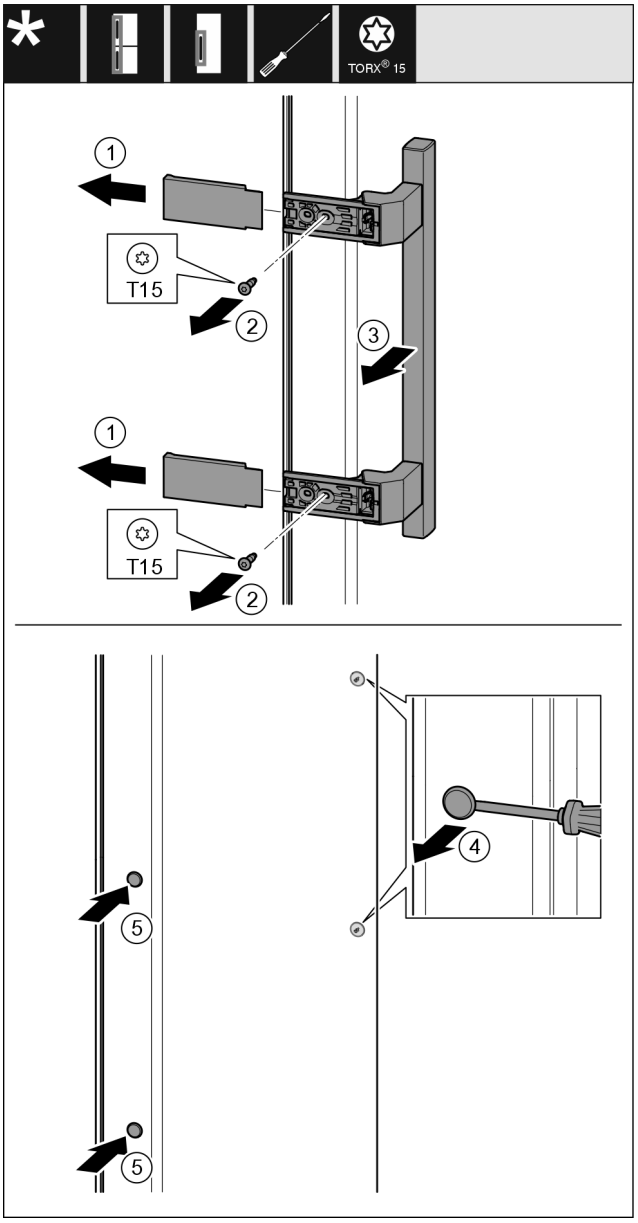

Fig. 25
- ▶ Îndepărtați capacul *Fig. 25 (1)*.
- ▶ Demontați șuruburile *Fig. 25 (2)* cu șurubelnița.
- ▶ Îndepărtați mânerul *Fig. 25 (3)*.
- ▶ Ridicați cu precauție dopul lateral *Fig. 25 (4)* cu o șurubelniță plată și extrageți-l.
- ▶ Introduceți dopul *Fig. 25 (5)* pe partea opusă.